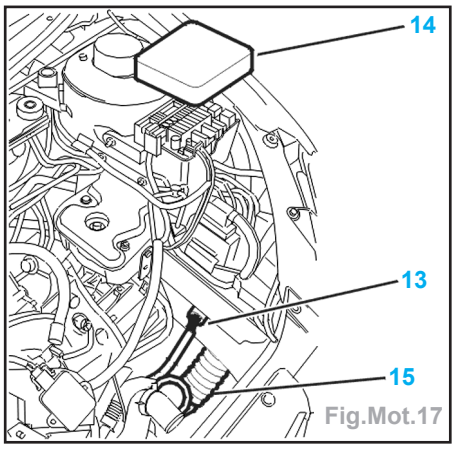
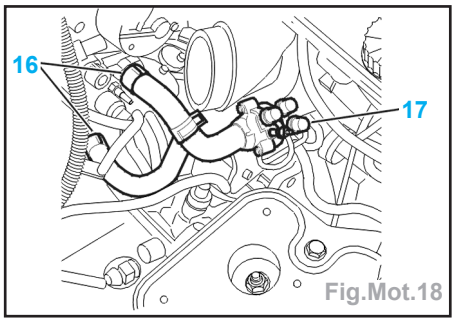

Fig.Mot.17
Fig.Mot.18
- la boîte de dégazage (7),
- Repérer l'emplacement des tuyaux (8) sur les électrovannes (9).
- Écarter le tuyau de dépression (10) de l'assistance de freinage.
- le calculateur (11) et son support,
- les raccords carburant (12).
- Écarter le faisceau (13) (Fig.Mot.17).
- le couvercle de boîte à fusibles (14),
- le conduit d'air (15).
- Écarter (Fig.Mot.18) :
- les raccords d'aérotherme (16),
- l'ensemble réchauffeur (17).